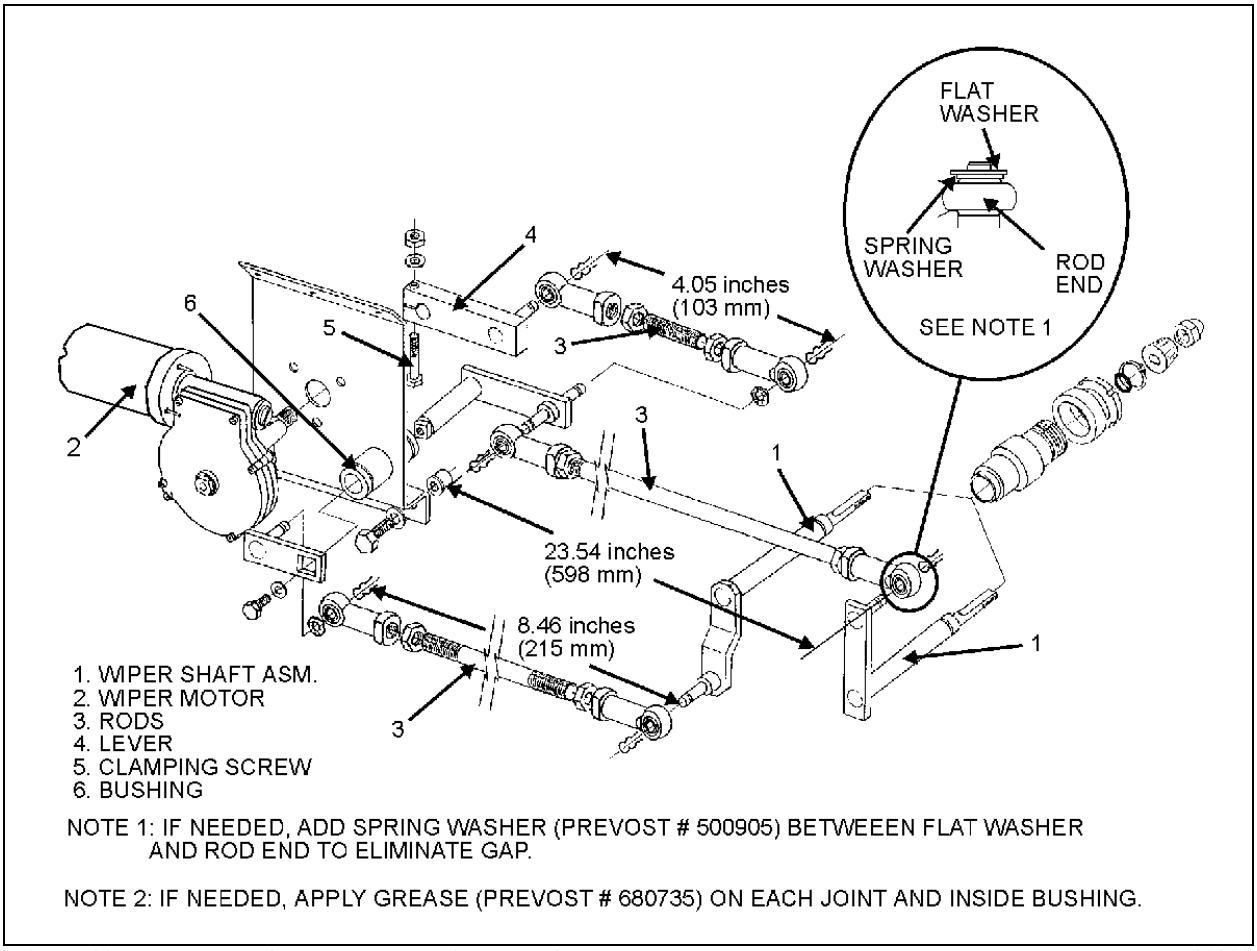

FIGURE 39: UPPER WINDSHIELD WIPER INSTALLATION **23089**
7. Loosen the bolt retaining the lever at the end of the motor driving shaft (Figure 39).